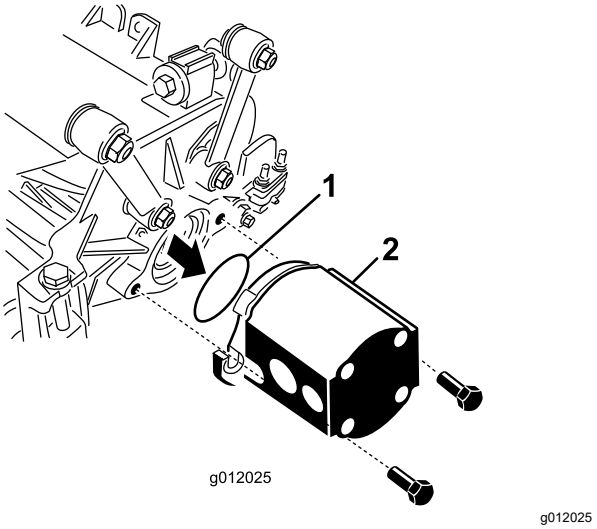

Figur 25
5. Isæt O-ringen (følger med klippeenheden) på drivmotorens flange (Figur 25).
6. Monter motoren på klippeenhedens drivende, og spænd den fast med 2 maskinskruer, der er vedlagt klippeenheden (Figur 25).